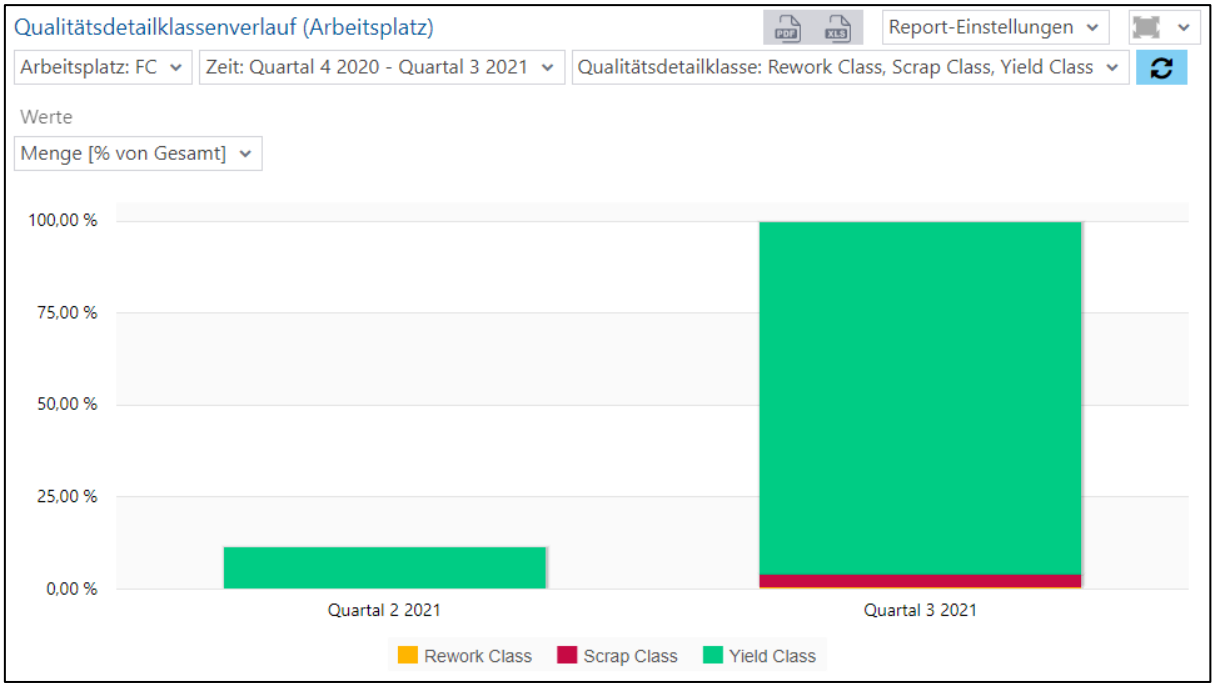

**Bild 113: Qualitätsdetailklassenverlauf (Arbeitsplatz) als Säulendiagram**
- Qualitätsdetailklassenverlauf (Verlauf pro Arbeitsplatz) als Säulendiagramm (Bild 113): Qualitätsdetailklassen mit prozentualem Anteil an der Gesamtmenge als Balken. Jeder Balken gibt die Qualitätsdetailklassen für einen ausgewählten Zeitabschnitt (Woche, Monat, Jahr, usw.) an.